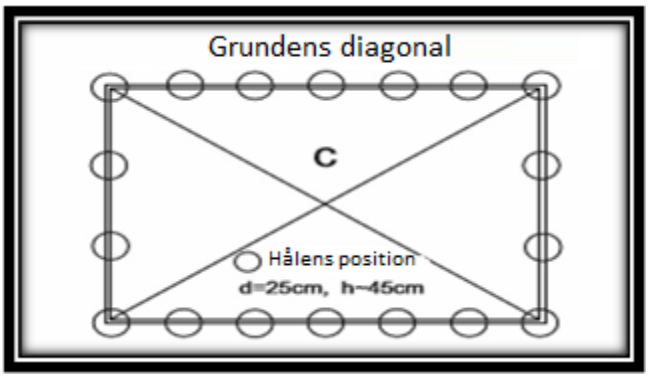

Bild 3
2. Mät grundens diagonal. De båda diagonalerna måste vara lika långa. Om så är fallet – dra åt skruvarna som håller ihop grunden (bild 3).